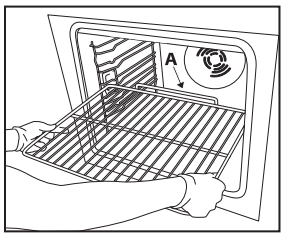

Bild 1
1. För in gallret vågrätt med den höjda sidan "A" uppåt (Bild 1).